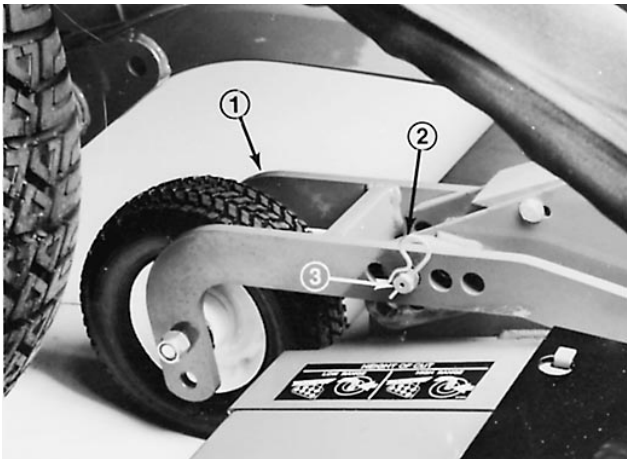
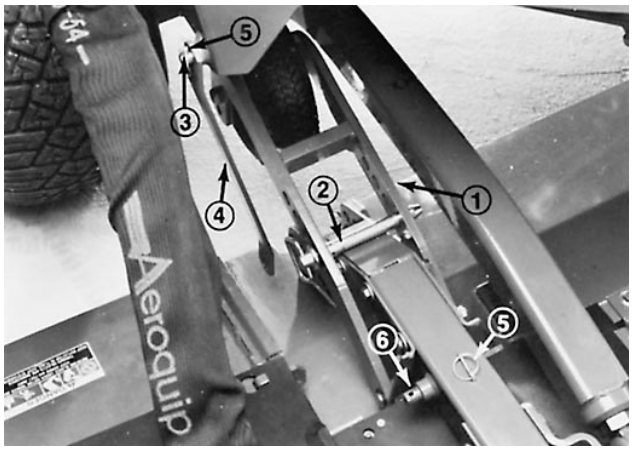

Afbeelding 57
Afbeelding 58
3. Haal de splitpennen en gaffelpennen uit de (2) achtercastorwielstellen (Afb. 57). Leg de linker gaffelpen opzij en steek de rechter gaffelpen in de voorste openingen in de castorwielarm aan de rechterkant van het maaidek (Afb. 58). De castorarm en de pen moeten op de bovenkant van het maaidek rusten.
5. Plaats de kantelbeugel van het maaidek precies op de lasconstructies aan de rechterkant van de tractie-eenheid en zet deze vast met een klikpen. Plaats de beugel in een zodanige positie dat deze vrij staat als het maaidek is opgehaald. Houd de andere klikpen bij de hand om het tegenover gelegen uiteinde van de beugel vast te zetten aan de lasconstructie op de arm van het maaidek (Afb. 58).